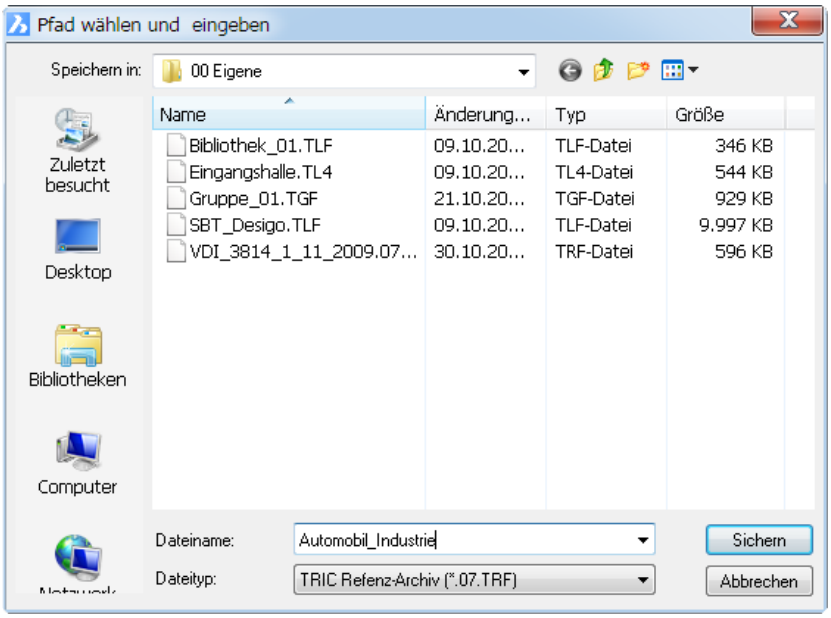

Bild 32.39 – Wahl des Archiv-Verzeichnisses
- Im nun folgenden Speicherdialog geben Sie das Verzeichnis und den Namen der Archivdatei an (Abb. 32.39).